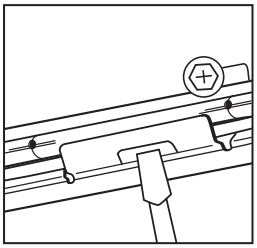

Figura 4
Paso 2. Deslice el accesorio a lo largo de las barras colgantes hasta el lugar deseado. Usando los tornillos o la ranura de fijación para asegurar (Figura 4).